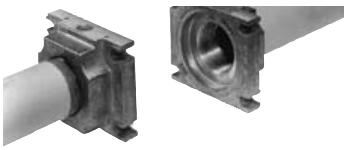

Рис. 6
1.Установить фланец на трубе. Использовать соответствующую газу оснастку (Рис. 6)